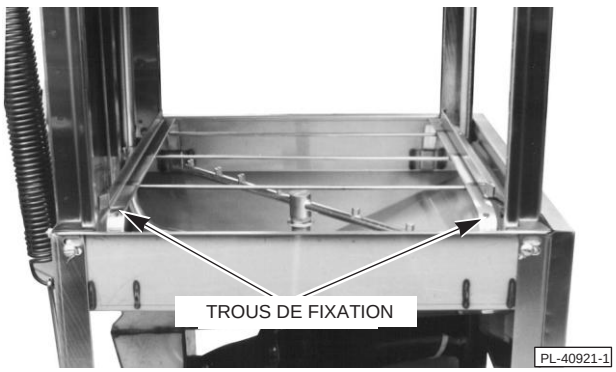

**Fig. 3**
3. Une fois que les deux vis et écrous sont retirés à l'étape 2, fixez de nouveau la glissière du panier avant et l'écran pare-éclaboussures sur le côté gauche de l'assemblage de la glissière du panier à l'aide les trous de montage (Fig. 3) fournis.